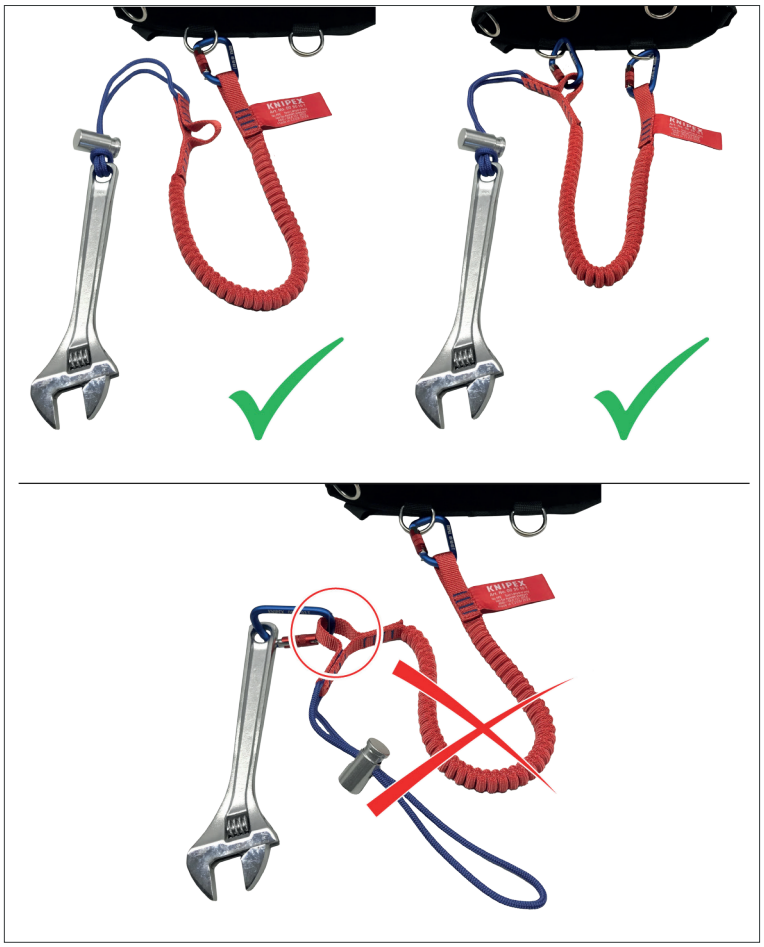

fig. 12: Forkortet forbindelse
- Anvend aldrig den flade bælteløkke til forkortet fastgørelse til faldsikring (fig. 12).
Denne flade stropløkke til forkortet forbindelse må aldrig bruges til at sikre et værktøj mod at falde (fig. 12).